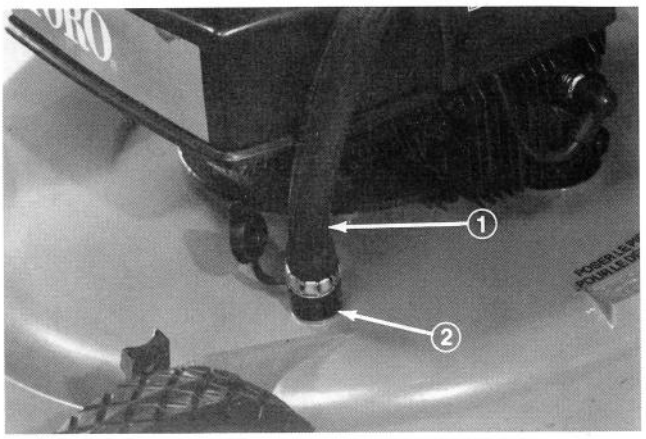

Figure 23
3. Start the engine. Insert end of hose, without nozzle, into wash-out port opening (Fig. 23). Using moderate water pressure, allow water and engine to run for approximately two minutes. The action created by the rotating blade and water flushes accumulations of grass clippings from underside of mower housing. When grass is no longer discharged and color of discharged water is clear again, stop the engine. Pull high tension wire off spark plug after all parts stop moving.